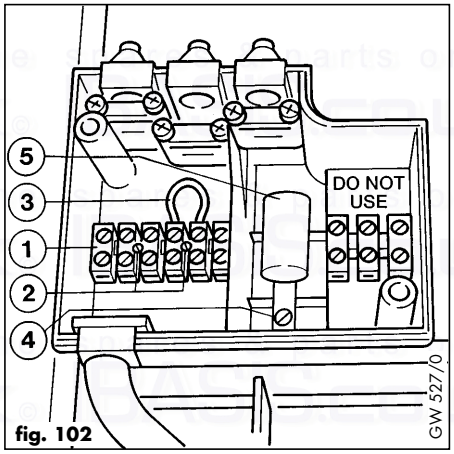

fig. 102
- Remove screw (4, fig. 102) and remove suppressor (5, fig. 102).